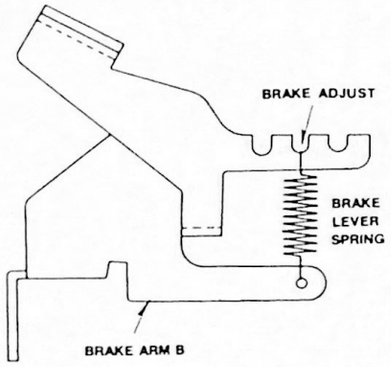

Figure 21. Brake Arm
9. To adjust brakes, move the appropriate brake spring (supply or take-up) to another notch as shown in Figure 21 — moving spring towards center lowers torque; away from center raises torque.